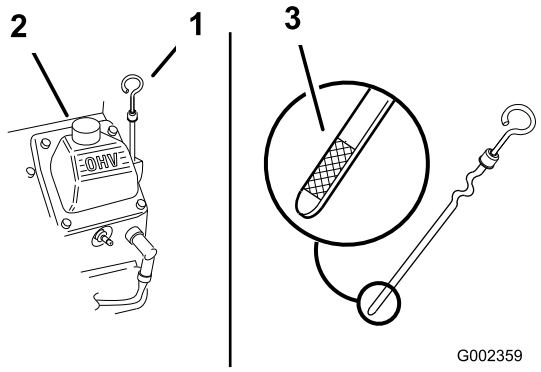

Figure 16
2. Nettoyez la surface autour de la jauge d'huile (Figure 16) pour éviter que des impuretés ne s'introduisent dans le goulot de remplissage, ce qui risquerait d'endommager le moteur.
3. Retirez la jauge, essuyez-la sur un chiffon et remettez-la en place (Figure 16) en prenant soin de l'enfoncer au maximum.
Le niveau d'huile doit atteindre le repère maximum à l'extrémité métallique de la jauge (Figure 16).
5. Si le niveau n'atteint pas le repère maximum, enlevez le bouchon du tube de remplissage (Figure 16) et faites l'appoint jusqu'à ce que le niveau correct soit atteint. **Ne remplissez pas excessivement.**